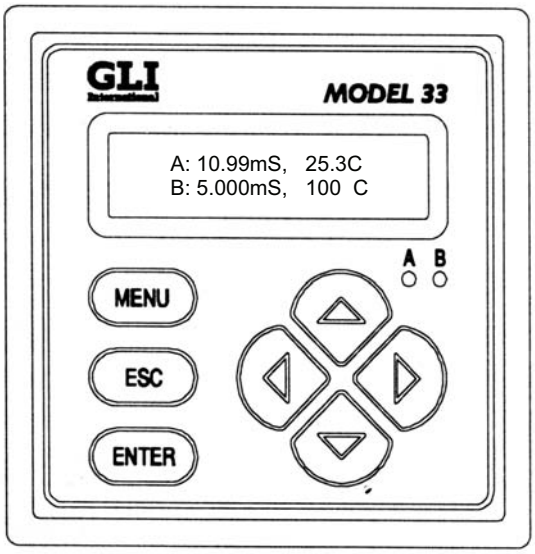

Figure 7. CIT-501 Conductivity RO Product Measure Screen Standard Configuration.
The user interface consists of a two-line LCD display and keypad with MENU, ENTER, ESC, Left and Right and Up and Down Keys (see Figure 7).
- **The standard readout used for our configuration is shown in Figure 7.**